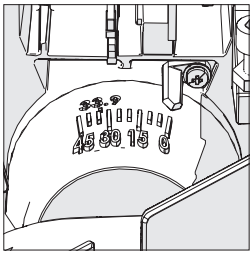

Fig. 23
- Incline a cabeça da serra até ao ângulo desejado. A ferramenta inclui um transferidor para ajudá-lo a selecionar o ângulo **(Fig 23)**.